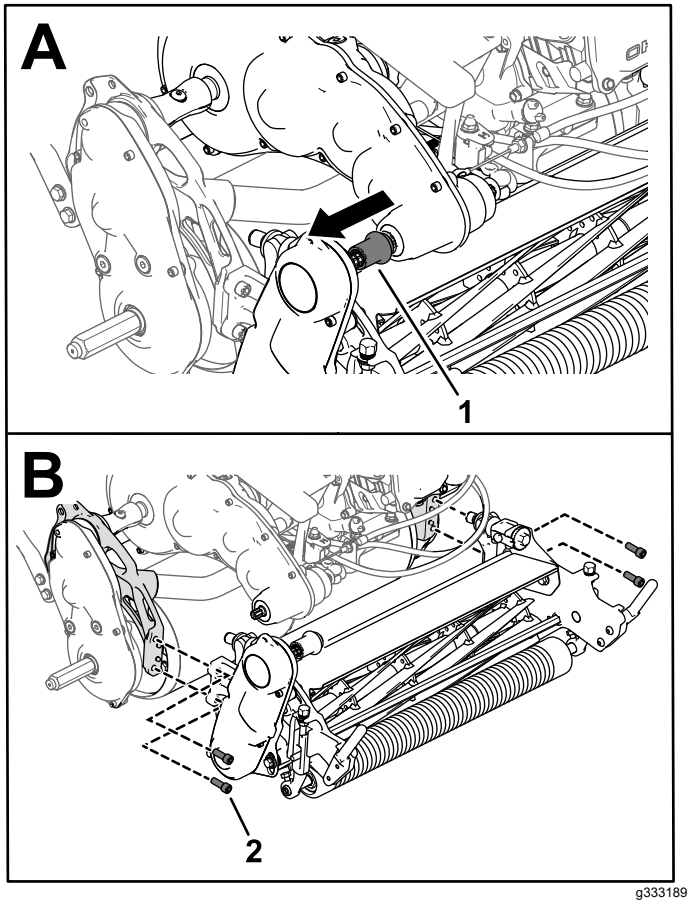

Figuur 51
3. Maak de koppeling van de maaiaandrijving los van de aandrijfas van de transmissie (Figuur 51).
4. Verwijder de inbusschroeven waarmee de maai-eenheid aan het frame is bevestigd (Figuur 51).